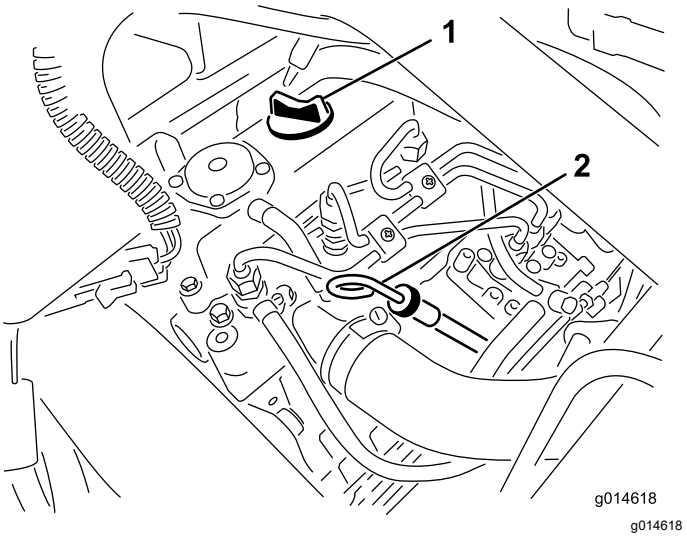

**Rysunek 30**
2. Wyjmij wskaźnik poziomu i wytrzyj go czystą szmatką (Rysunek 30).